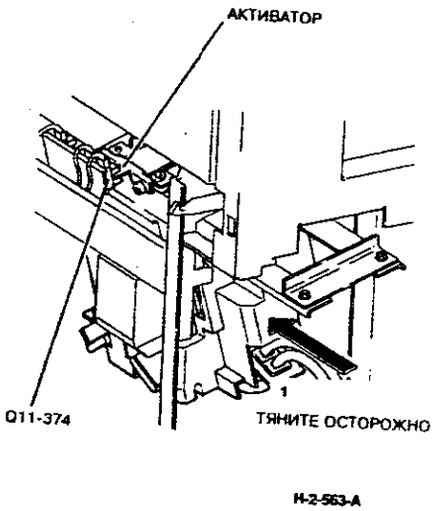

**Рисунок 3. Установка модуля степлера**
3. (Рисунок 3) Осторожно задвигайте модуль степлера до тех пор, пока активатор головки степлера не достигнет датчика 2 положения двойного сшивания (Q11-374).
*ПРИМЕЧАНИЕ: (Рисунок 3) Шаг 3 позволяет логике управления проконтролировать положение модуля степлера при инициализации сортера-степлера.*